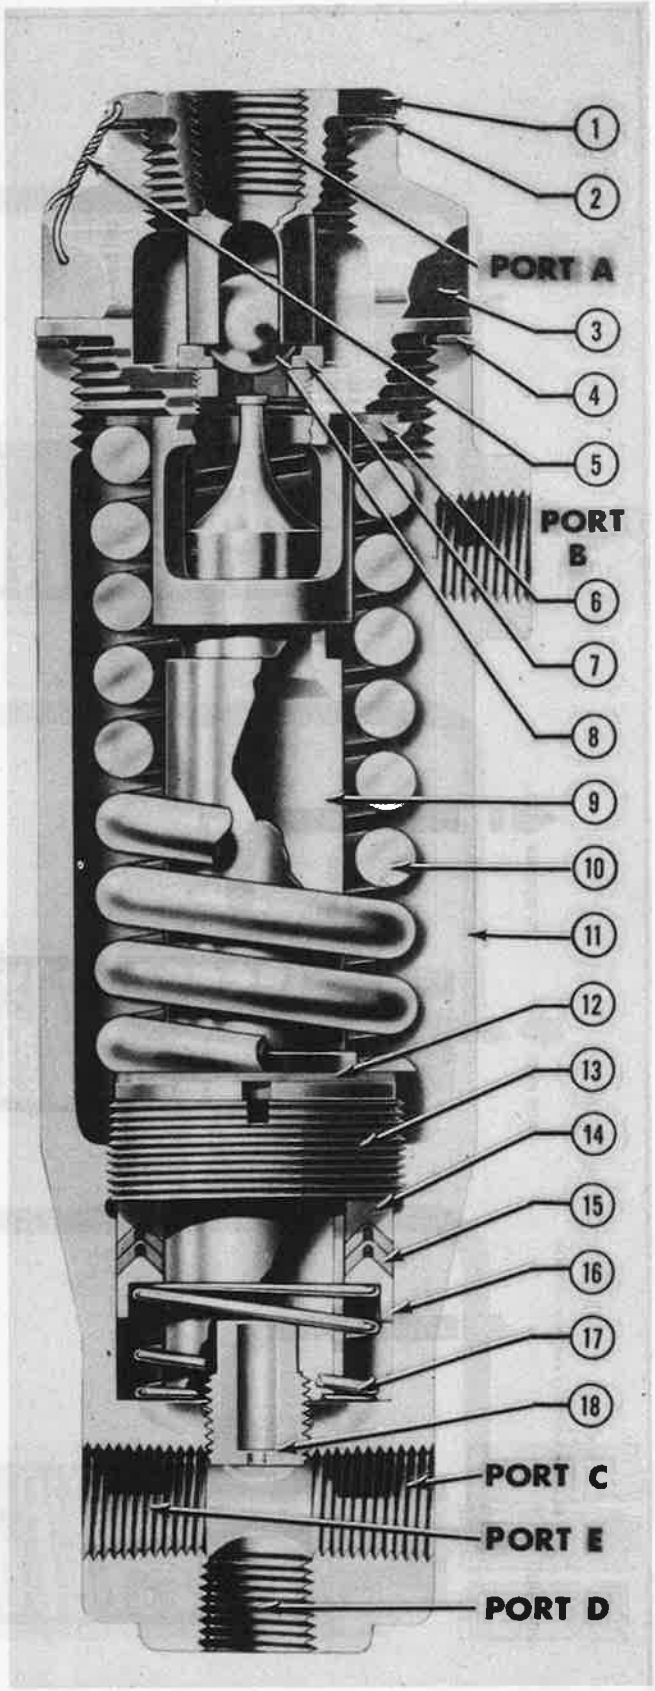
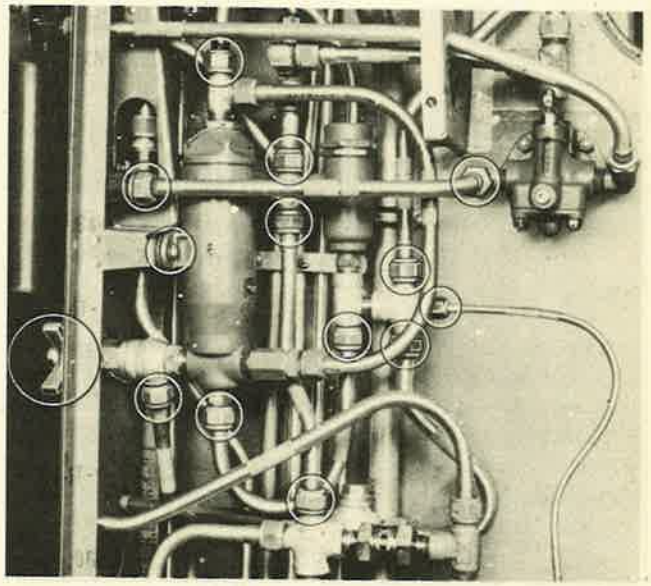

Figure 369—Hydraulic System Pressure Regulator Assembly—Early Airplanes
Figure 370—Removal of Hydraulic Pressure Regulator—Early Airplanes
(1) Relieve the hydraulic system pressure by operating the wing flaps until the hydraulic system pressure gage indicates "zero."
(2) Caution must be used when removing parts from the hydraulic control panel assembly. Mark all lines and fittings as removed, so they can be replaced in their original positions on the control panel.
(3) Remove the handle from the hydraulic hand pump to pressure accumulator shut-off valve.
(4) Disconnect and cap all lines at the connections indicated on figure 370.
(5) Remove the two nuts and bolts which attach the pressure regulator to the hydraulic control panel. Remove the pressure regulator assembly from the airplane.
b. DISASSEMBLY.—Do not attempt to disassemble the pressure regulator unless adequate tools are available. When disassembly is undertaken refer to figure 369 and observe the following procedure:
KEY TO FIGURE 369
(1) To install the pressure regulator, reassemble the lines and fittings (figure 373) and reinstall in the hydraulic control panel (figure 370).
(2) Check the hydraulic fluid reservoir sight gage for correct fluid level; then test the pressure regulator for fluid leakage and proper functioning.
b. Inspect the ball check and seat for pitting or corrosion. If the ball check or seat allows fluid leakage, install new parts and lap to seat according to the instructions in this paragraph *b*.(12)*(f)*. Install new chevron packing. After reassembly test for fluid leaks as specified in figure 369.